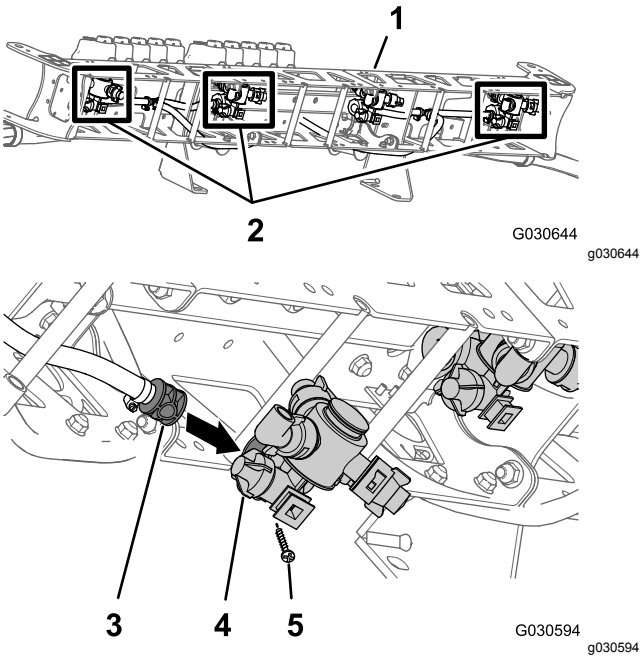
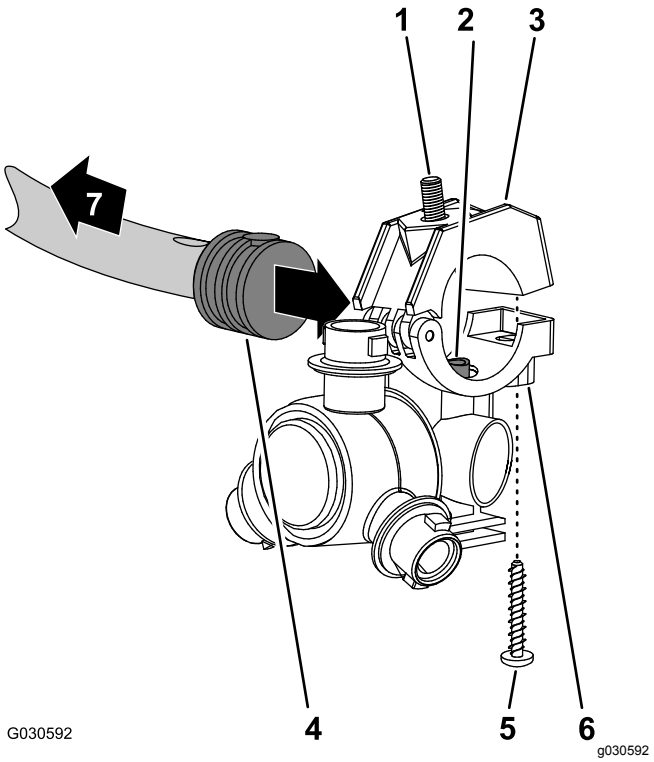

Figur 120
Figur 121
3. Ved midterbomsektionen skal overførselsrøret i sadlen på en sprøjtedyse (Figur 120 og Figur 121) justeres ind efter hullet i siden af det enkelte modhageslangeskaft (1/2 tomme).
4. Luk den øvre klemmehalvdel omkring modhage-slangeskaftet, og fastgør klemmehalvdelen og sprøjtedyseenheden (Figur 121) med den rustfri stålskrue (nr. 12 x 1-1/4 tomme).